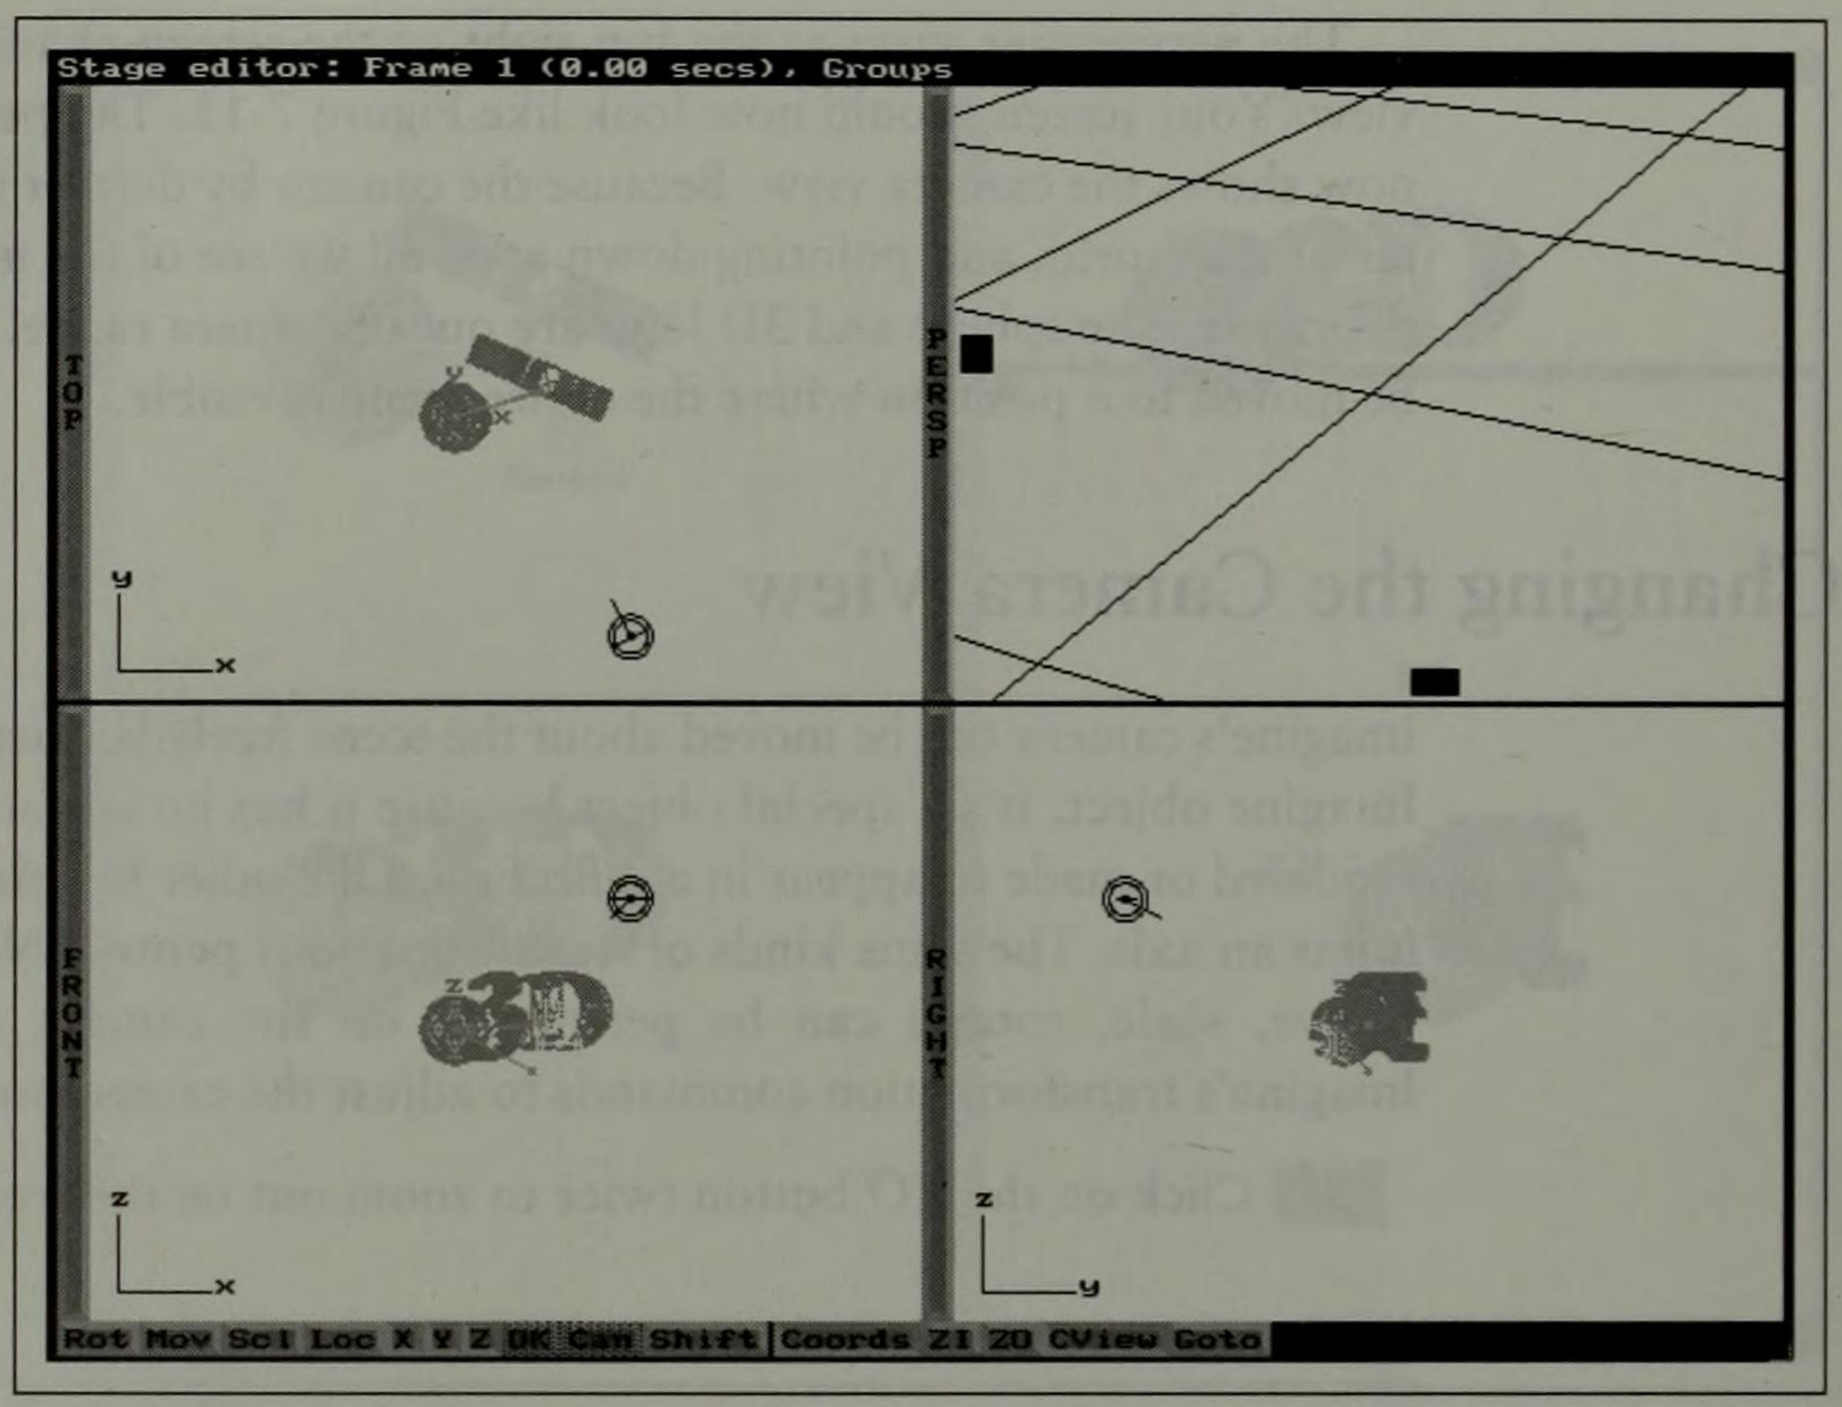

Figure 7-12 The new camera positions
7 Press the (M) (move) key. Drag the camera in the Top view and Right view until it's in the position indicated in Figure 7-12. (Press the (SPACEBAR) to confirm the transformation.)